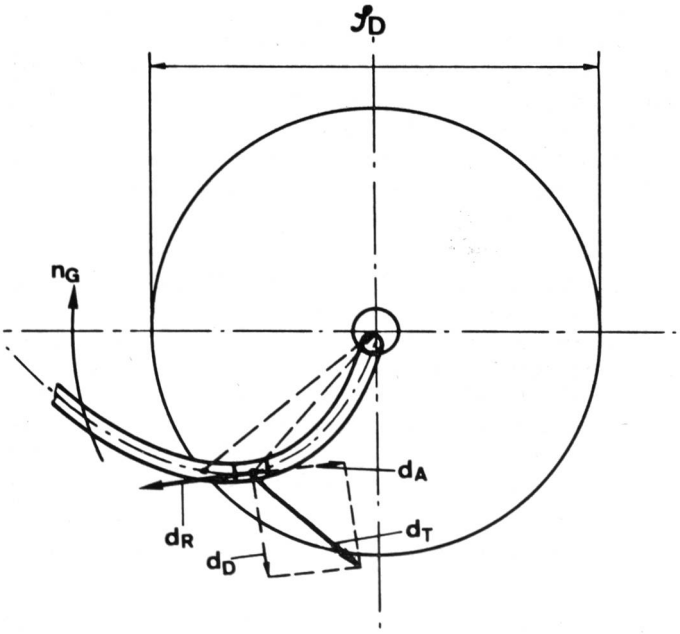

Abbildung 1 Reibkräfte zwischen Garn und Abzugsdüse
berücksichtigt, wobei μ die Gleitreibungszahl Garn/Düse, S_1 und S_0 die Fadenzugkräfte vor und nach der Düse darstellen und ein Umschlingungswinkel von $\frac{\pi}{2}$ bestand. Bekanntlich beschränkt sich die Gültigkeit des Seilreibungsgesetzes auf den Fall, dass der Faden immer in der Meridianebene liegt, in der sich auch alle auf den Faden wirkenden Kräfte befinden. Insbesondere gilt für diesen Fall $S_0 \geq S_1$. Beim OE-Spinnen erfahren nun aber die einzelnen Fadenelemente infolge Rotation und Berührung an der stationären Abzugsdüse neben den Normaldrücken und den meridional gerichteten Reibungskräften auch Reibungen in azimutaler Richtung (Führungs- und Coriolis-Kraft werden in diesem Zusammenhang vernachlässigt). Diese zusätzliche Reibungskomponente lenkt den Faden azimutal ab, so dass er zur Raumkurve wird (Abbildung 1). Unter diesen Bedingungen verliert das Seilreibungsgesetz (1) seine Gültigkeit. Bereits bei früheren Arbeiten am Institut für Textilmaschinenbau und Textilindustrie der ETH Zürich konnte im Zusammenhang mit Untersuchungen des Falschdrahteffektes der Abzugsdüse [5] festgestellt werden, dass bei bestimmten Versuchsbedingungen der Fadenzug nach der Düse gleich oder sogar kleiner sein kann als vor der Düse, d. h. $S_0 < S_1$; was offensichtlich im Widerspruch zur Gleichung (1) steht.